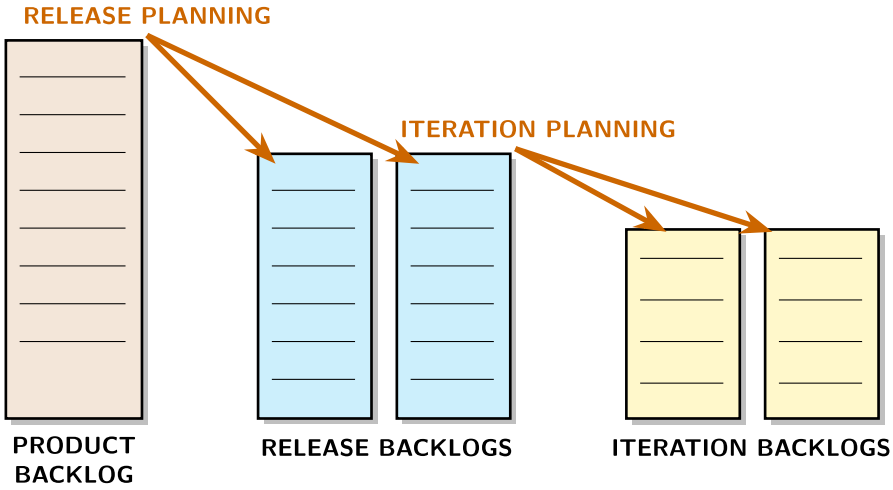

Figura 7.8: Proceso de planificación de release que integra múltiples iteraciones
- **Alcance:** Agrupación de varias iteraciones que entregarán valor tangible (Figura 7.8).